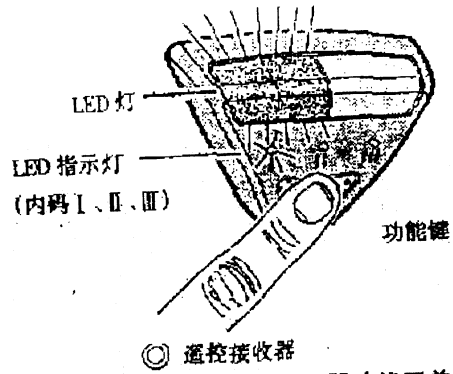

图 6－4　按住遥控接收器功能开关
(3)再利用功能开关(如图 6－4)选择 LED 指示灯Ⅰ、Ⅱ或Ⅲ决定所要选择的设定内码模式，如果 LED 指示灯亮着表示该组内码已有设定，如果 LED 指示灯不亮表示未被设定，如原已有设定的内码，在进行重新设定程序时仍然可以被重新设定以取代原有的内码。(内码设定参考接收器功能设定程序)。